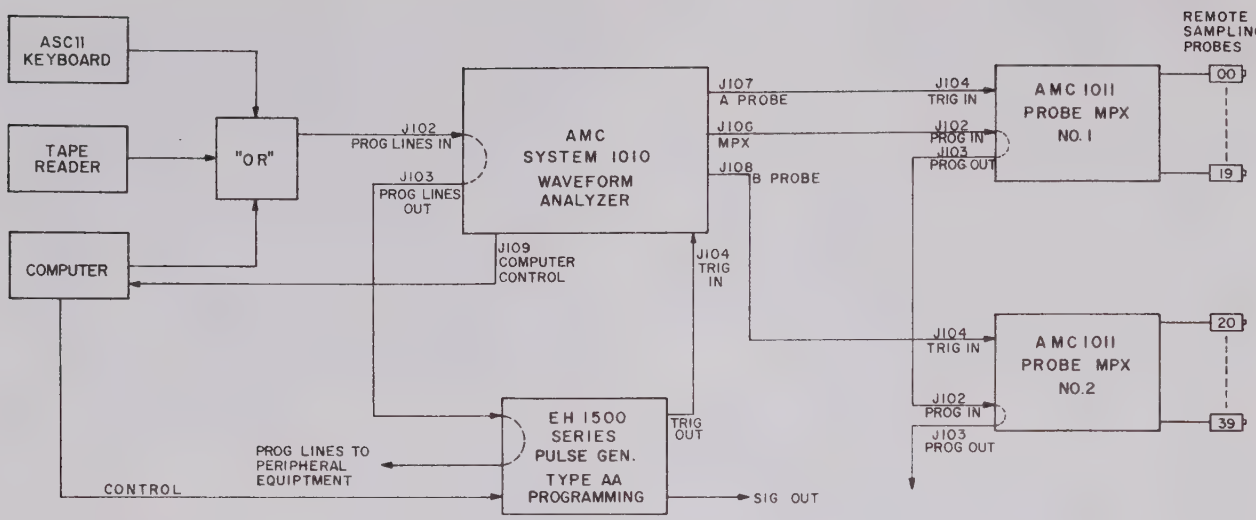

Figure 2-4 Typical AMC System 1010 Connection For Up To 40 Sampling Probes
a. General Interface Requirements. All interface connections are on the rear panel (See Figure 2-3). A typical System 1010 set-up is shown in Figure 2-4. Two rear-panel connectors are provided for connection of programming, data recording, and control units. Tables 2-1 and 2-2 list pin connections for these connectors. Connectors J102/J103 are loopthrough programming connectors that allow the System 1010 program lines to be connected to other units which are programmed by the same party line. If the System 1010 program lines are not connected to other units, J103 must have a termination connector, part number 693-41884, installed. This connector is supplied as an accessory with the System 1010. The programming source must be capable of sinking 12 ma (for new 1010's) or 40 ma (for old 1010's) in the low ("1") state.